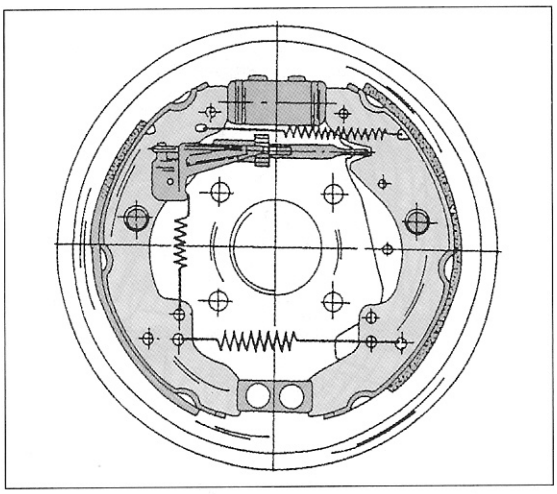

Bild 306
- Die Bremsbacken auf der Bremsträgerplatte montieren. Nachdem alle Teile wieder eingebaut sind, sollte man die zusammengebaute Bremse mit Bild 306 vergleichen.